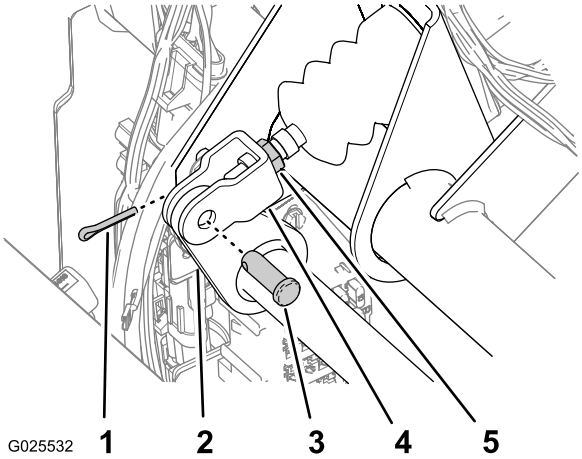

Figur 81
2. Fjern splitten og gaffelbolten, som fastgør hovedcylindergaflen til bremsepedalens drejetap (Figur 81).
4. Løsn kontramøtrikkerne, der fastgør gaflen til hovedcylinderakslen (Figur 81).
5. Juster gaflen, indtil dens huller sidder ud for hullet i bremsepedalens drejetap (Figur 81).
6. Fastgør derefter gaflen til pedalens drejetap med gaffelbolten og splitten (Figur 81).
7. Tilspænd kontramøtrikken, der fastgør gaflen til hovedcylinderakslen (Figur 81).